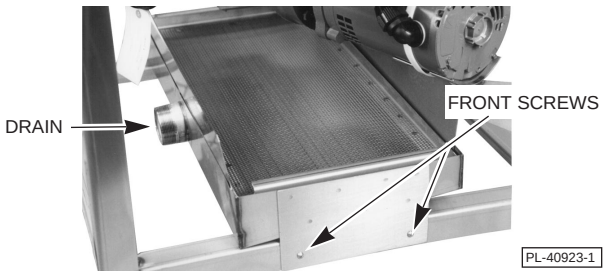

**Fig. 5**
When the dishwasher is shipped from the factory, the drain pan is assembled so the drain (Fig. 5) exits from the left side of the machine. If your plumbing arrangement requires the drain to exit from the right side of the machine, rotate the drain pan and strainer, as follows:
1. Remove 2 screws and nuts at the front (Fig. 5) and 2 screws and nuts at the rear of the drain pan.